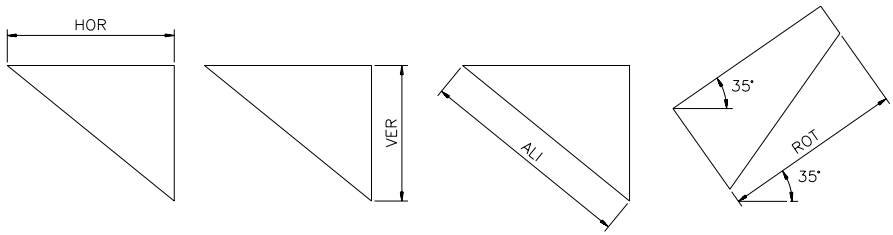

Fig. 5.8
- **Comenzi de dimensionare liniară LIN(ear)**. Acest set oferă următorul meniu (fig. 5.8):